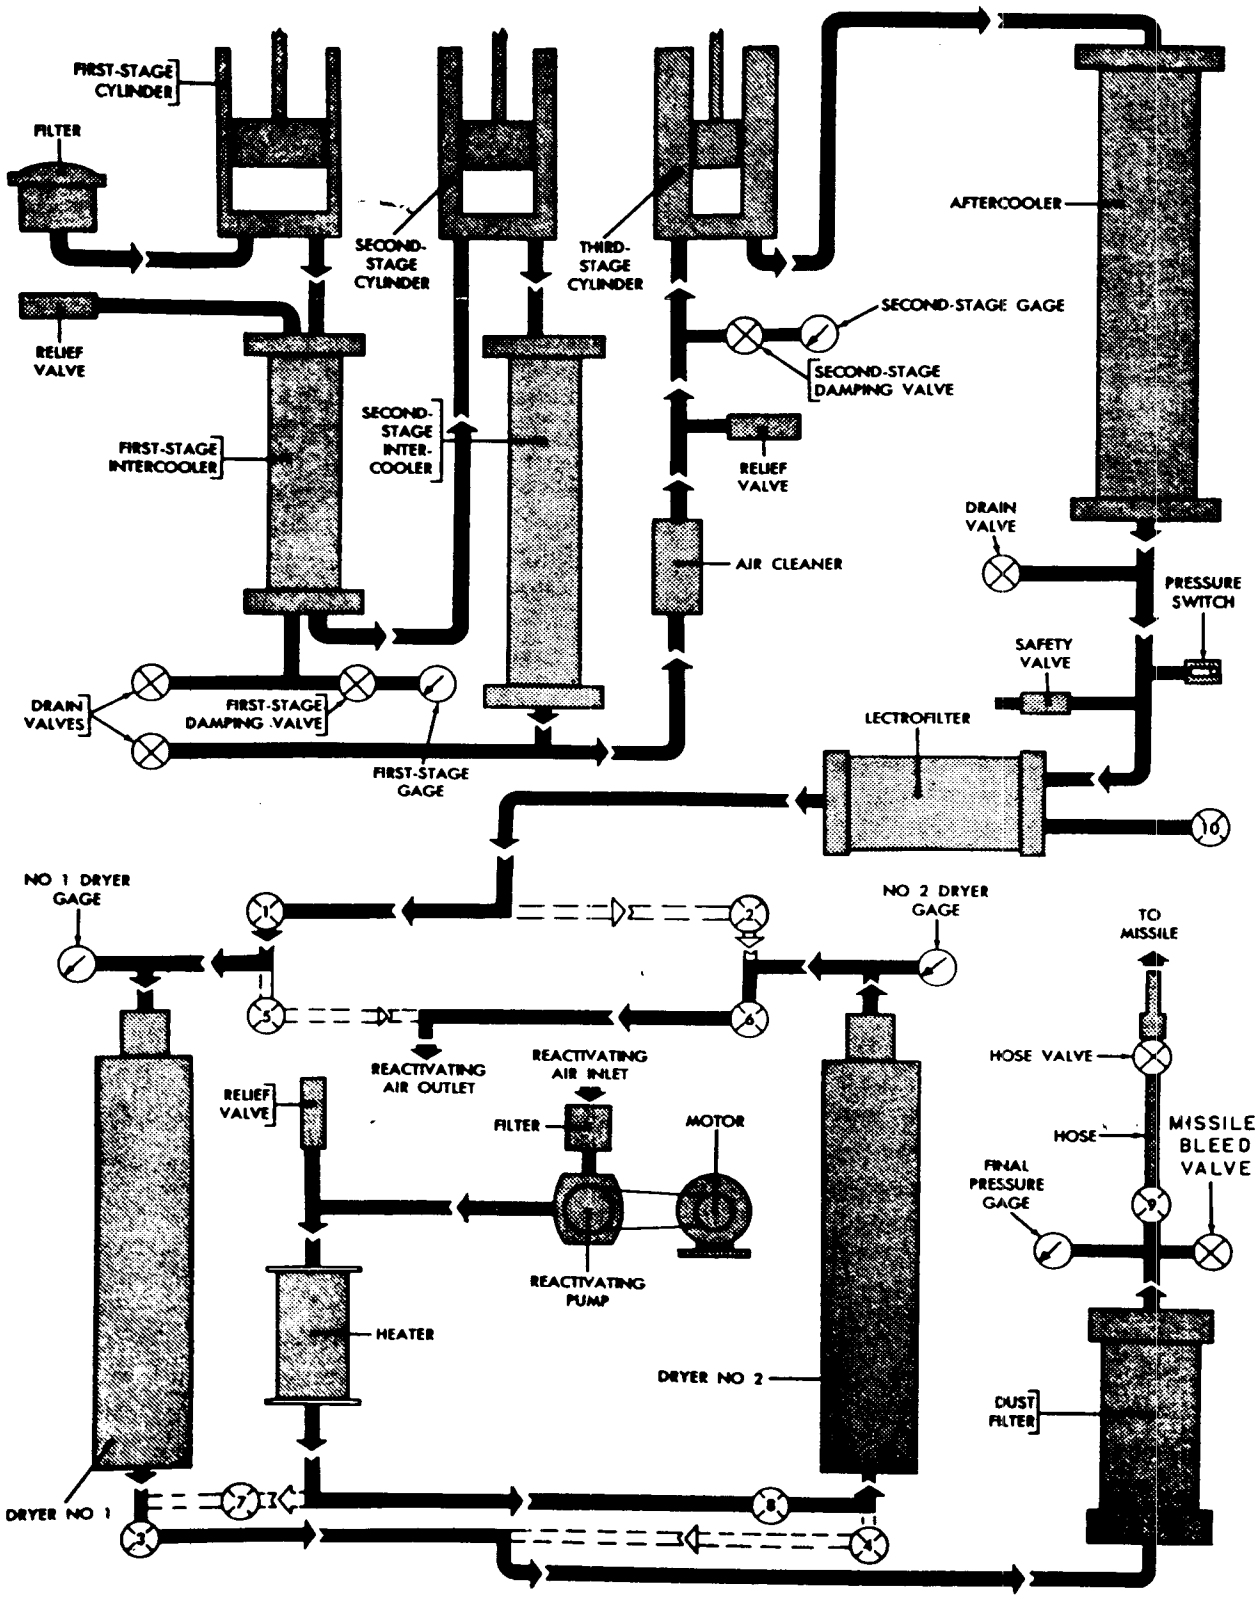

*Figure 94. Block diagram, capping compressor.*
*f. Scheme of Operation* (fig. 94). Air at atmospheric pressure enters the compressor through the air inlet filter and passes into the first-stage cylinder where it begins the first of three stages of compression. The pressure in the first stage is approximately 85 psi. From the first-stage cylinder the air goes to the first-stage intercooler. Here heat caused by the compressing action is carried off through the water circulating around the intercooler. From the first-stage intercooler the air goes to the second-stage cylinder where it is compressed to approximately 500 psi. The compressed air then travels through the second-stage intercooler where it is cooled, and then into the third-stage cylinder. In the third-stage cylinder, the air is compressed to approximately 3,500 psi. From the third-stage cylinder, the air goes through the aftercooler where it is cooled to 125° or less. The compressed air is then piped to the prefilter where all particles of dirt, scale, and oil mist over six microns are filtered from the air. The compressed air then enters one of the two driers where excess moisture is adsorbed by the activated alumina. After leaving the drier, the compressed air passes through a dust filter where any dust or foreign material picked up in the drier is filtered out. From the filter the compressed air goes to the high-pressure outlet connection to the missile. Drain valves are provided at the intercoolers and the aftercooler for draining the water from the coolers. A pressure switch, connected to the magneto ground switch, will stop the engine when the air pressure exceeds approximately 4,000 psi.